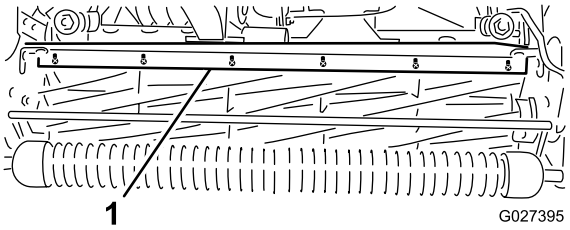

Rysunek 53
1. Poluzuj śruby mocujące belkę górną (Rysunek 53) do zespołu tnącego.